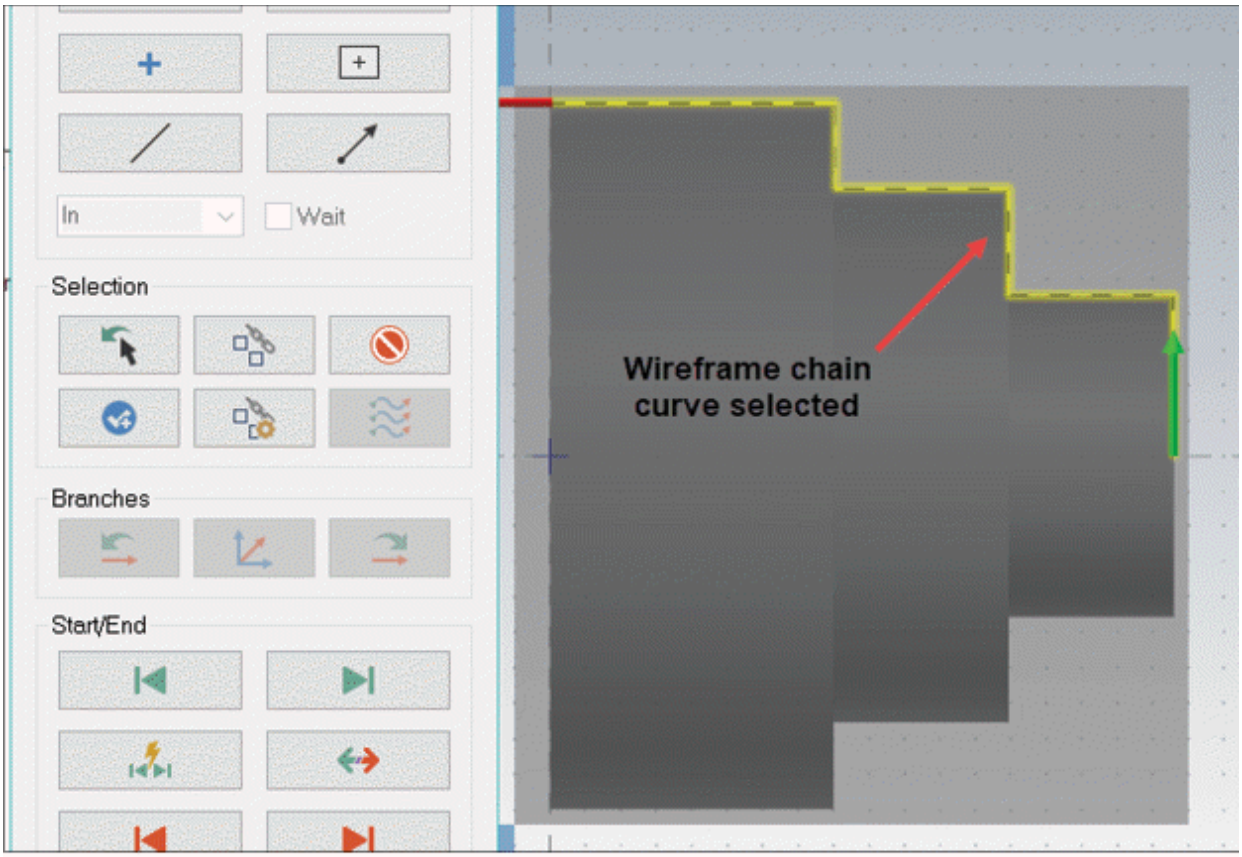

Figure-37. Wireframe chain selected for rough machining
- Select desired wireframe chain to be used for turning operation; refer to Figure-37.